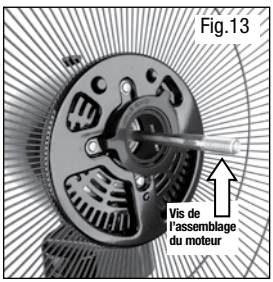
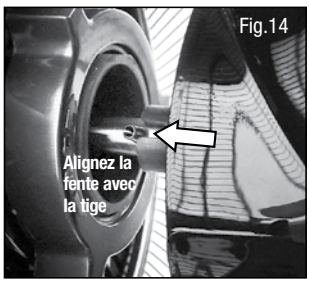

Fig.13
Fig.14
- Alignez le trou au centre de l'hélice du ventilateur avec la vis sortant de l'assemblage du moteur (Fig. 13). Assurez-vous que les 2 fentes à l'arrière de l'hélice du ventilateur sont alignées avec les barres partant de la tige entourant la vis fixée à l'assemblage du moteur (Fig. 14). Puis poussez l'hélice du ventilateur en place.